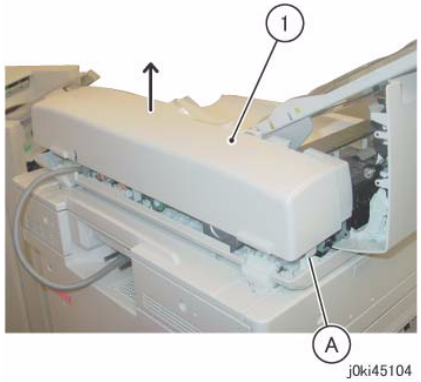

Figure 4 Remove the DADF Rear Cover
8. Remove the DADF Rear Cover. (Figure 4)